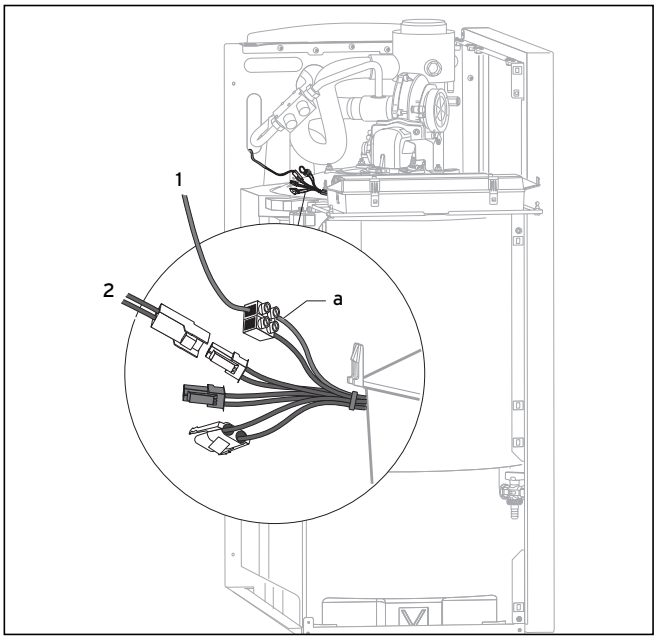

Fig. 4.5 Raccordement de la sonde du ballon et de la sonde de température de charge (actoSTOR)
- La sonde du ballon se branche sur les fiches blanches du faisceau de câbles (fig. 4.5)